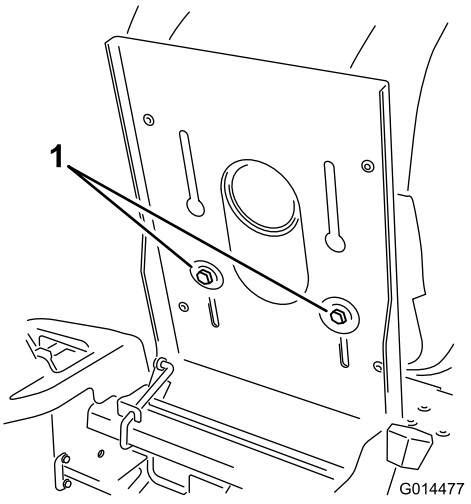

Figur 22
1. Hæv sædet, og løsn justeringsboltene nok til, at sædet kan bevæges (Figur 22).